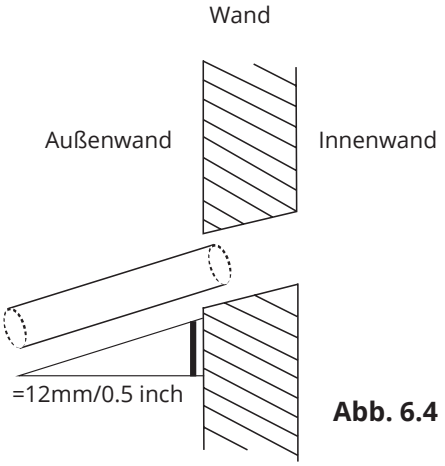

Abb. 6.4
3. Bohren Sie mithilfe eines 65-mm (2.5”) Kernbohrers ein Loch in die Wand. Stellen Sie sicher, dass Sie mit einer leichten Neigung nach unten bohren, sodass die Außenkante der Bohrung um etwa 12 mm (0,5 ") unter der Innenkante liegt. So wird der effektive Abfluss des Wassers gewährleistet (Siehe Abb. 6.4). Setzen Sie den Schutzmantel in die Bohrung. Somit werden die Enden der Bohrung geschützt und der Verschluss am Ende der Installationsarbeiten erleichtert.